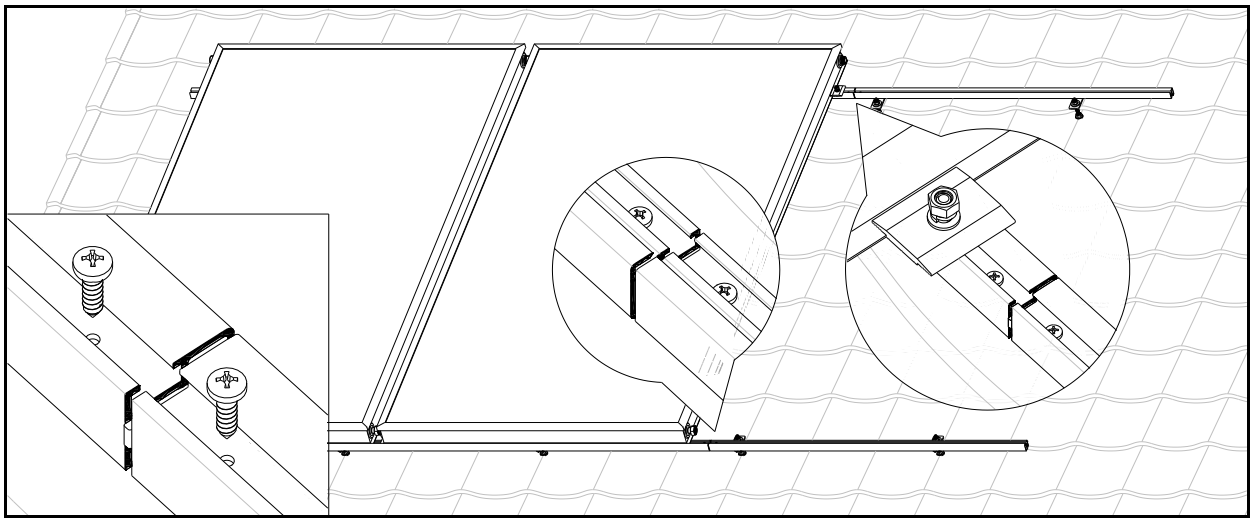

Рис. 16 Установка шурупов
4) со стороны монтажа следующего коллектора установить прижим, но гайку не затягивать (см. рис. 16);
5) вкрутить шурупы в отверстия нижних и верхних реек с двух сторон от стыка (см. рис. 16);